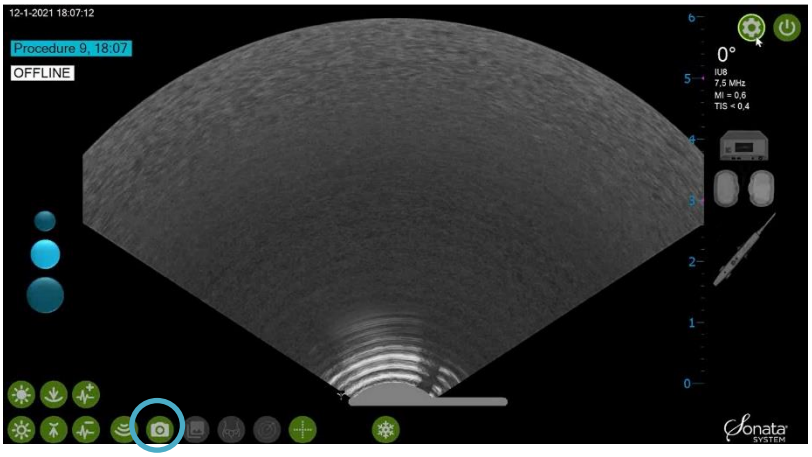

Afbeelding 6-14. Stilstaand beeld vastleggen.
- klikt u op het pictogram 'Vastlegging stilstaande beelden' ; zie afbeelding 6-14.